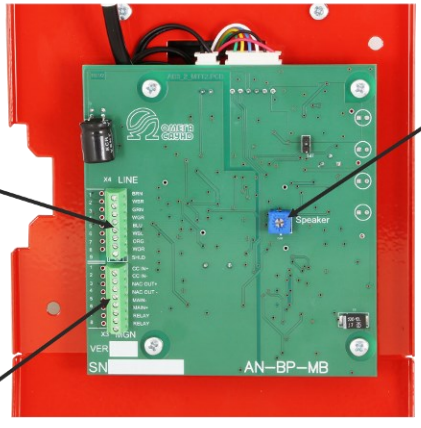
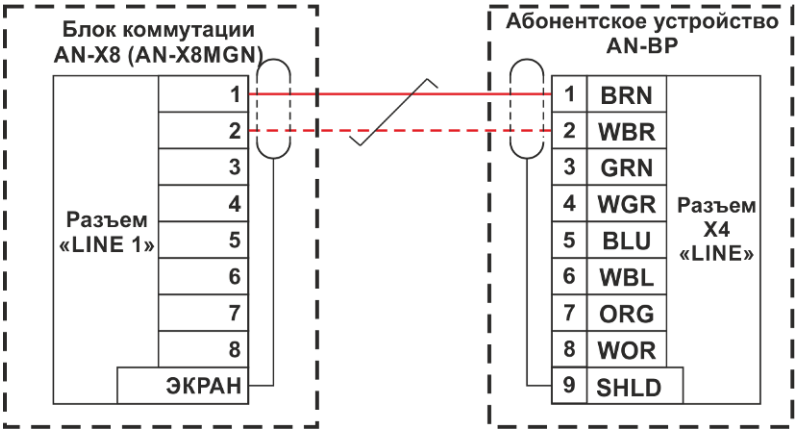
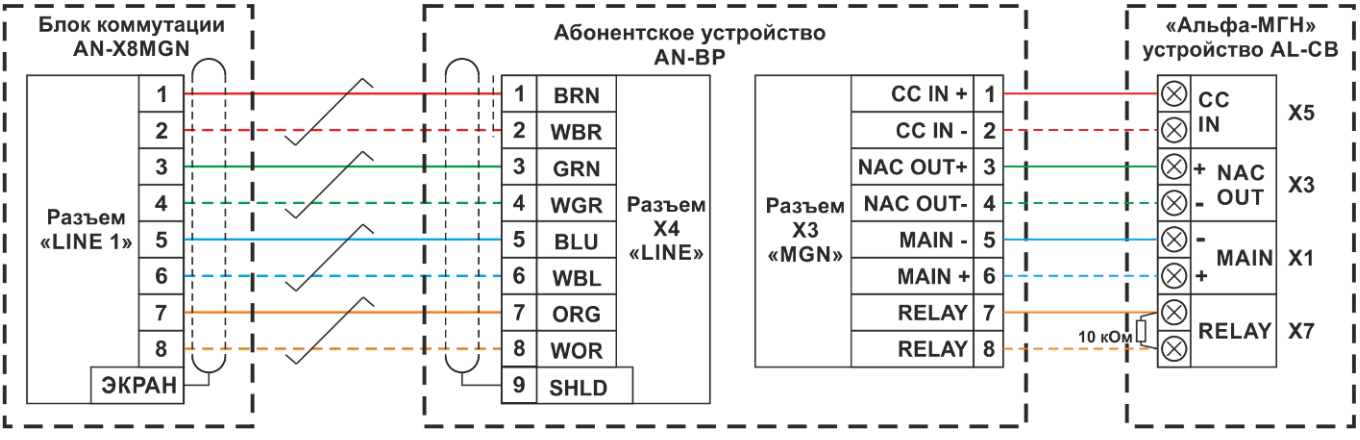

Рис.3
Рис. 4.1
Рис. 4.2
Вид электронной платы (со стороны разъемов) показан на Рис. 3.
7.1.1. Схема подключения АУ к блоку коммутации AN-X8 (AN-X8MGN) без подключения к системе «Альфа-МГН» показана на Рис. 4.1
7.1.2. Схема подключения АУ к блоку коммутации AN-X8MGN и системе «Альфа-МГН» показана на Рис. 4.2
7.1.3. Плата АУ показана на Рис. 3
7.2 Назначение разъемов и элементов регулировки показанных на Рис.3, Рис. 4.1 и Рис.4.2:
11) Если к АУ подключено устройство AL-CB (система «Альфа МГН») (см. Рис. 4.2), то убедитесь, что в блоке расширения абонентских линий AN-X8MGN включен опрос устройств системы «Альфа-МГН» (см. ТД на AN-X8MGN).
14) Убедитесь в том, что изделие работает в штатном режиме. При необходимости, отрегулируйте громкость громкоговорителя в трубке АУ (см. Рис. 3). Чрезмерное увеличение громкости может вызвать искажение аудио сигнала.